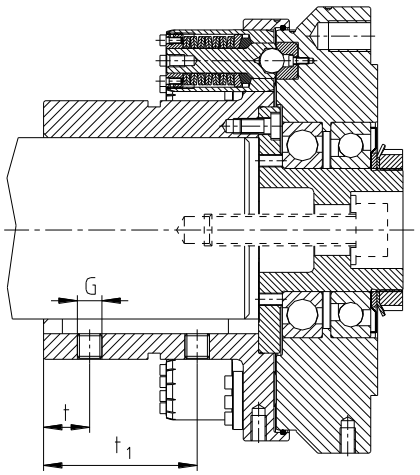

Bild 6
- Sehen Sie eine Feststellschraube nach DIN EN ISO 4029 mit Ringschneide oder eine Endscheibe für die axiale Sicherung der Naben vor (siehe Bild 6).